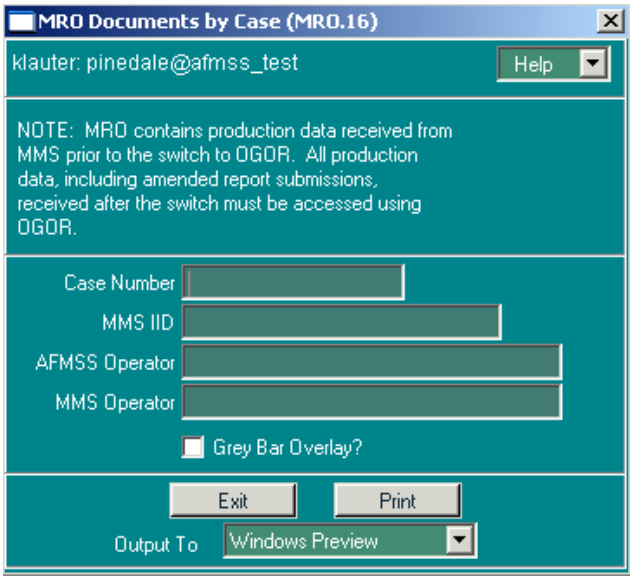

Figure 6-16: MRO Documents by Case (MRO.16) Window
1. From the *Non-Indian AFMSS Main Menu* select **MRO/MRO Reports** and click **Reports by Case (MRO.16)** to launch the *MRO Documents by Case (MRO.16)* window (Figure 6-16).